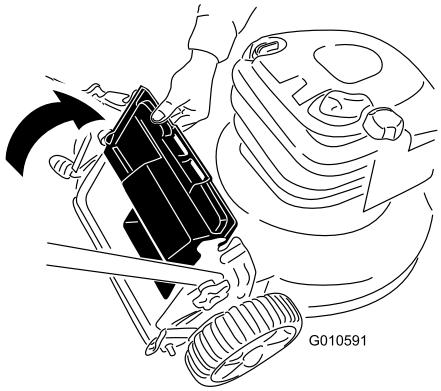

Figure 15
2. Soulevez le déflecteur arrière et maintenez-le dans cette position (Figure 15).